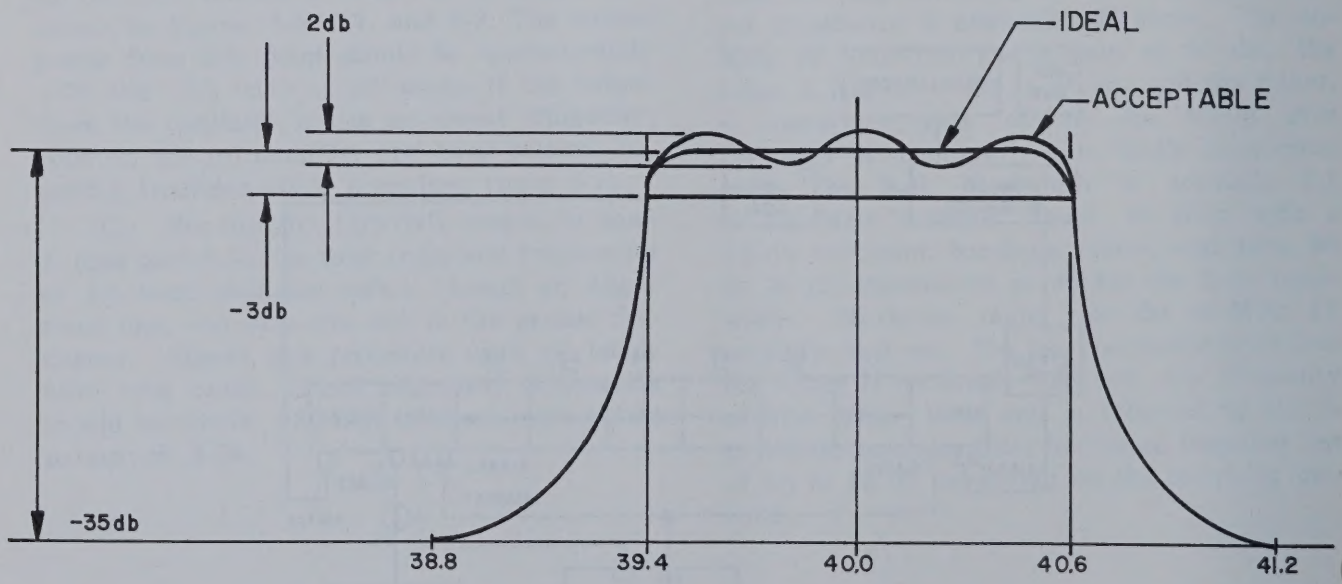

Figure 8-5. 40-MHz IF response sweep pattern.
(4) A distorted bandpass pattern should be seen; if not, check the unit for bad connections, misaligned coils, a bad variable capacitor, a bad amplifier, or a bad mixer (fig. 8-5).